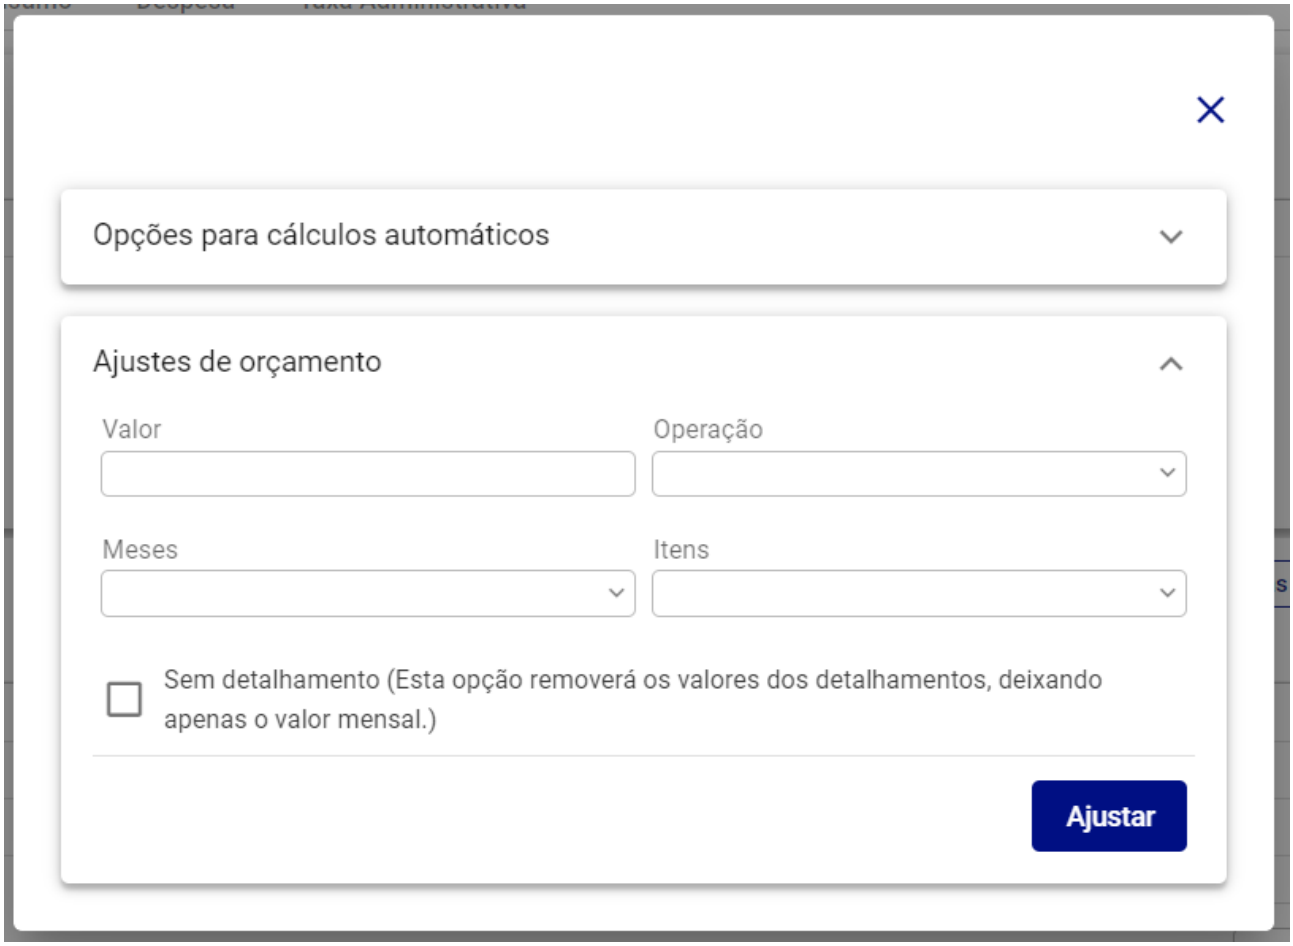

Figura 162: Ajustes de Orçamento
– **Ajustes de Orçamento (Figura 162):** Ferramenta para aplicar alterações em massa nos valores orçados.